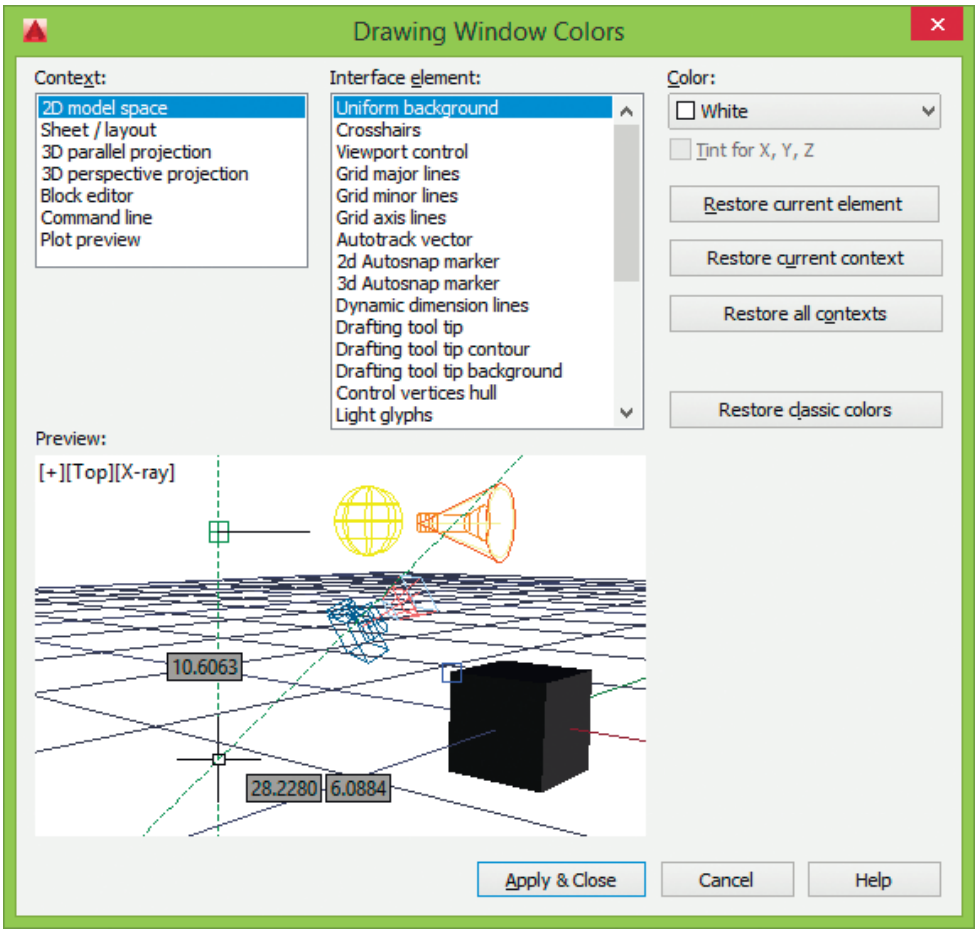

Рис. 3.3. Диалоговое окно изменения цвета элементов рабочего стола AutoCAD
- кнопка **Colors...** – загрузка диалогового окна **Drawing Window Colors**, для изменения цвета элементов рабочего стола AutoCAD (рис. 3.3):